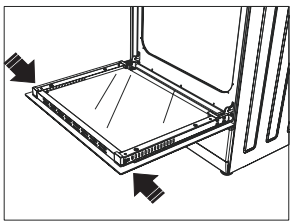

Рис. 1
2. Снимите верхнюю планку, нажав на пластиковые фиксаторы с правой и левой стороны (рис. 1).